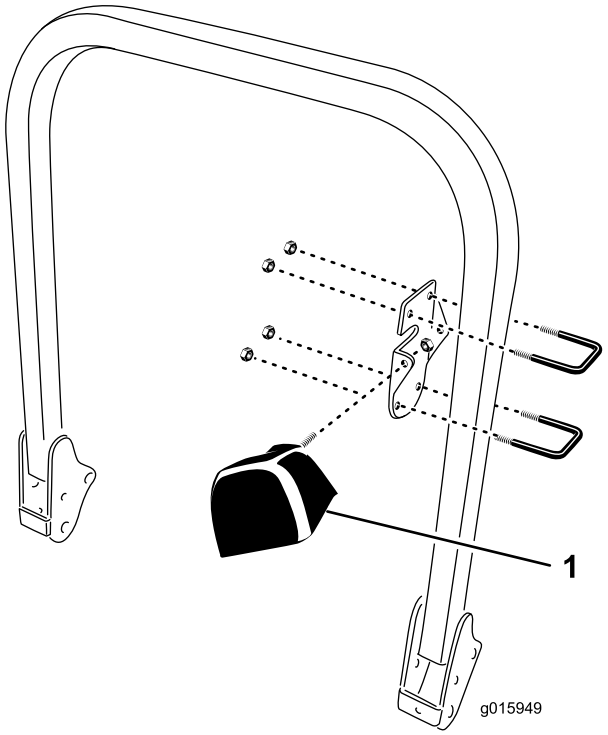

Figur 7
1. Montera lampfästet på vältskyddets insida med hjälp av två U-bultar och två låsmuttrar (3/8–16) (se Figur 7).